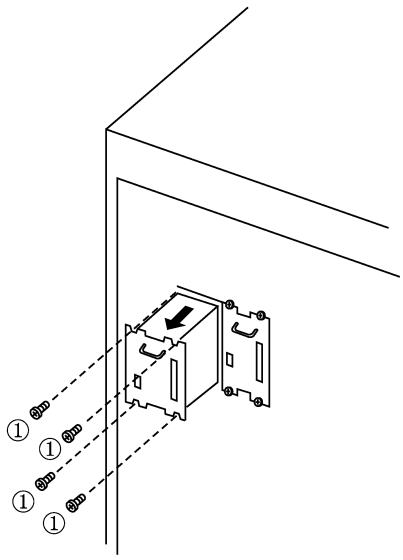

Figure 3-3 Removing the Unit Power Supply
(1) Remove all cables connected to the unit power supply.
(2) Remove the four screws on the front of the unit power supply (① in Figure 3-3).
(3) Pull the unit power supply toward you to remove it.